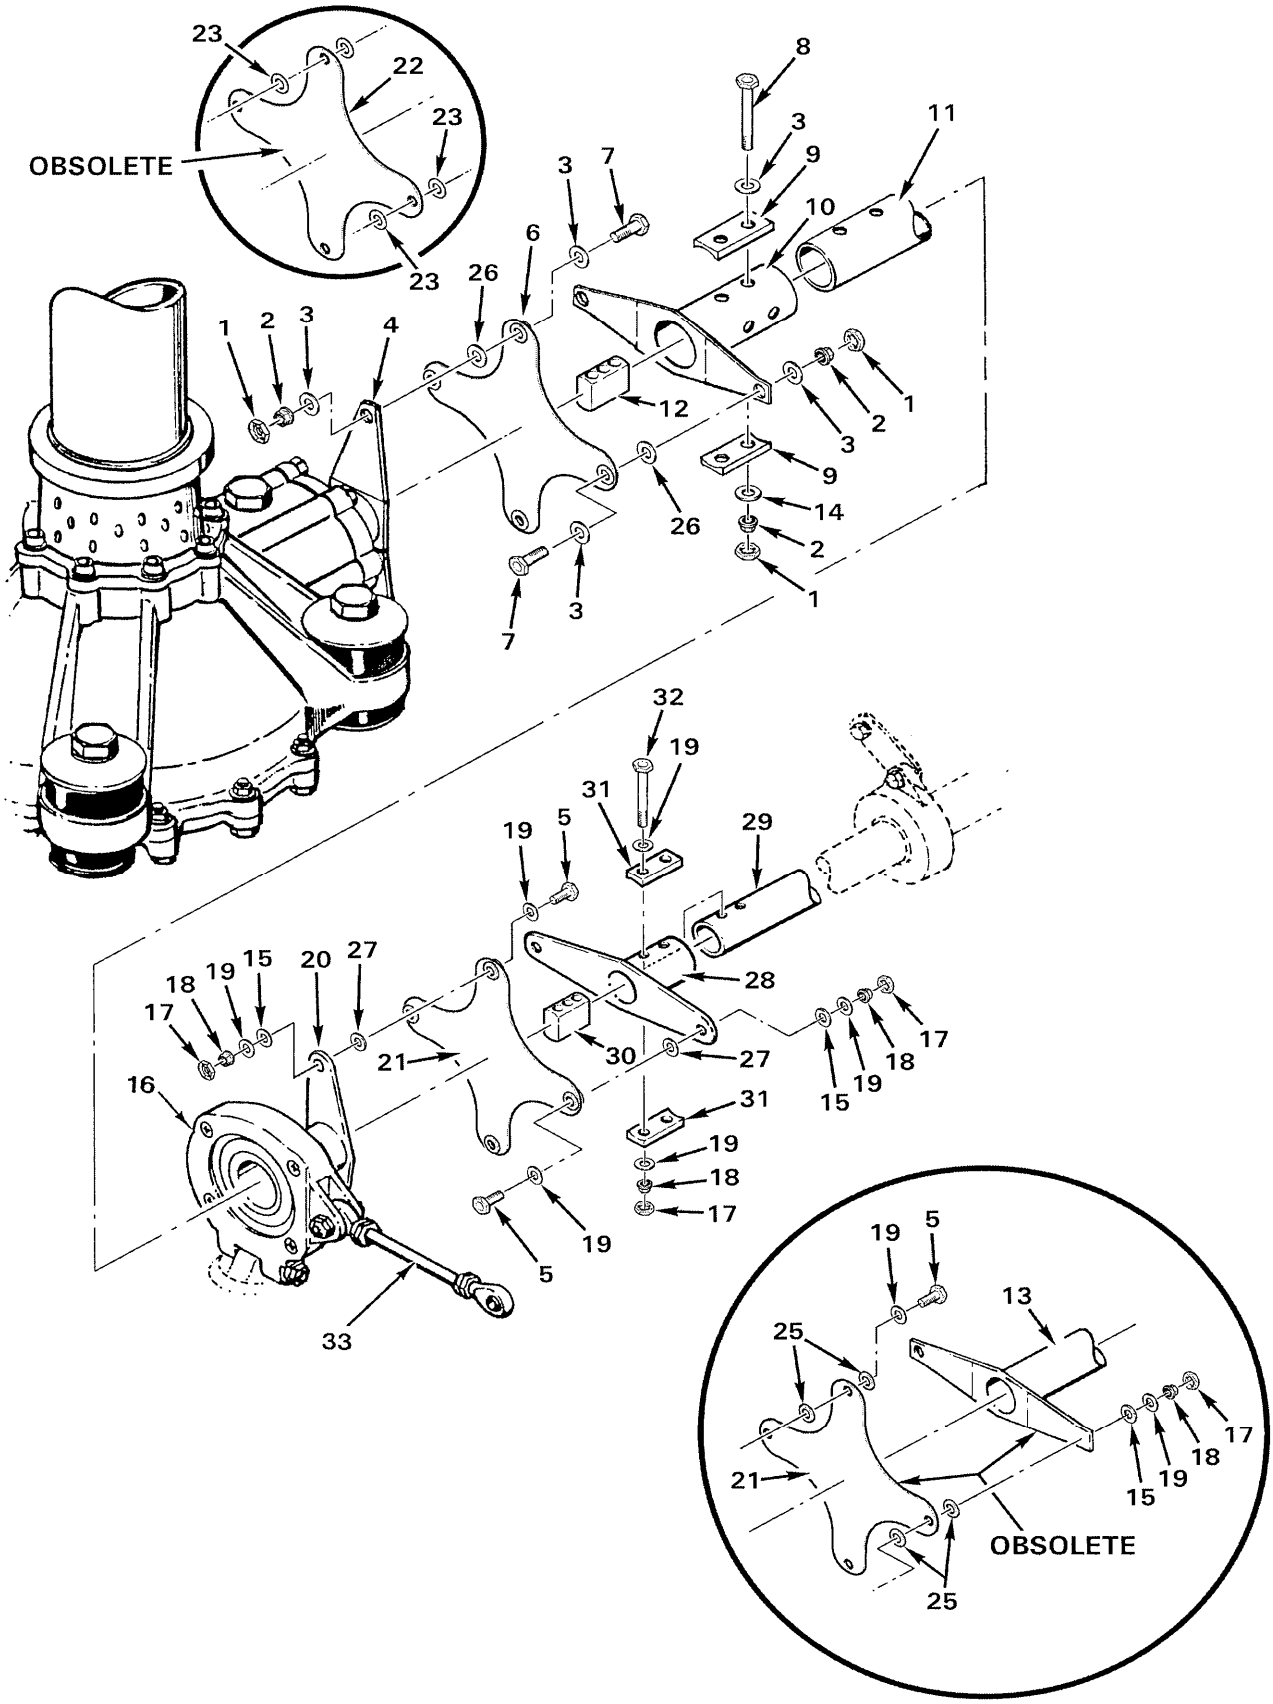

FIGURE 7-4 FORWARD AND INTERMEDIATE FLEXPLATE INSTALLATION
7. Refer to Figure 7-4. Install A947-1 flex plate. Torque fasteners per Section 1.320.